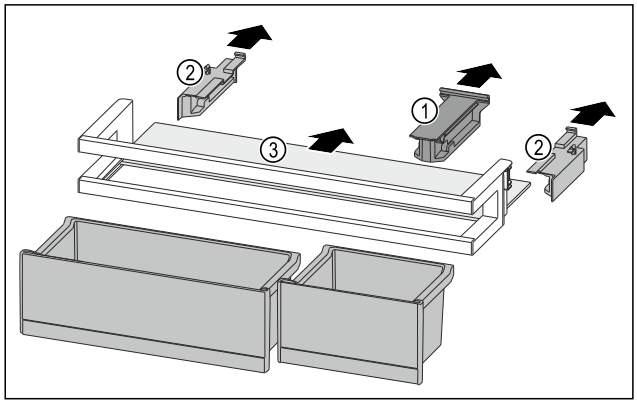

Fig. 159
▶ Desprindeți piesa de susținere *Fig. 159 (1)*.
▶ Desprindeți piesele laterale *Fig. 159 (2)*.
▶ Extrageți raftul *Fig. 159 (3)*.